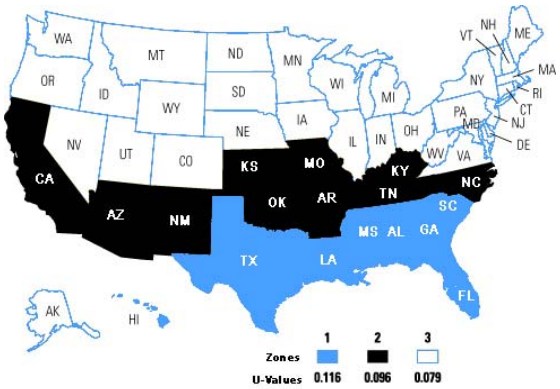

Figure 3. *Thermal (UO) zone map*
From **Figure 3**, identify the thermal (UO) zone for the home. Verify that the home conforms to the following rules.